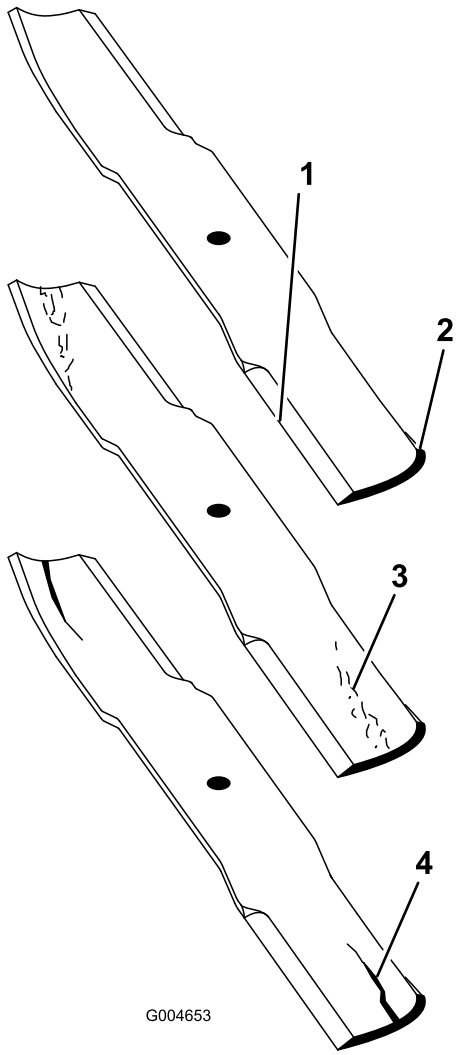

Figura 65
1. Inspeccione los filos de corte (Figura 65). Si los bordes no están afilados o tienen muescas, retire las cuchillas y afílelas. Consulte Afilado de las cuchillas.
2. Inspeccione las cuchillas, especialmente la parte de la vela (Figura 65). Si observa daños, desgaste o la formación de una ranura en esta zona (Figura 65), instale inmediatamente una cuchilla nueva.